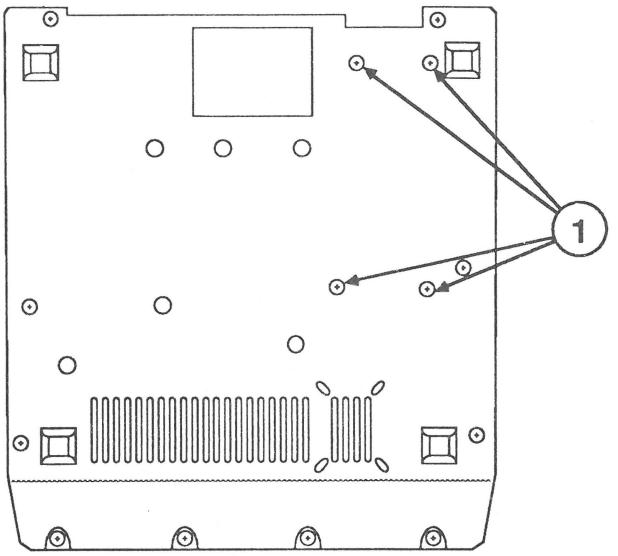

FIGURE 6
IPL.7 Parallel Printer Board (Figure 6)
4. Using the #2 screwdriver, remove the four Phillips screws (Figure 6, #1) that secure the power supply to the base pan. Remove the base pan from the power supply.